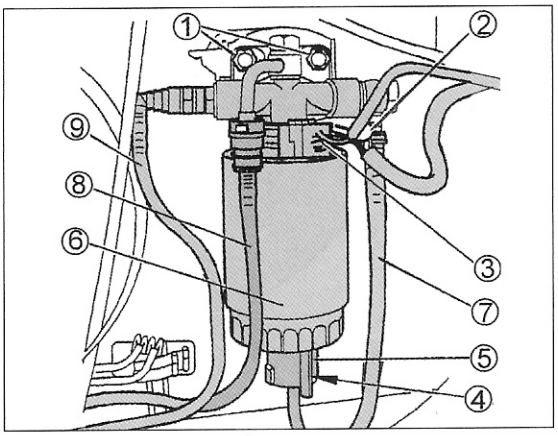

Bild 163
Der Filter ist in Bild 163 bei einem HDi-Motor gezeigt (2.0- und 2.8-Liter-Motor gleich). Der Filter ist mit einer austauschbaren Filterpatrone (6) versehen. Ein Thermostatsensor (3) steuert die Kraftstofftemperatur. Falls die Temperatur unter 6°C liegt, beheizt ein elektrisches Heizelement den Kraftstoff, bis dieser eine Temperatur von 15°erreicht hat, ehe er an die Hochdruckpumpe befördert wird. Ein Sensor an der Unterseite des Filtergehäuses (4) überwacht den Wasserinhalt des Kraftstoffs. Falls Wasser im Kraftstoff „aufgespürt" wird, wird dies durch eine Warnleuchte im Armaturenbrett angezeigt.